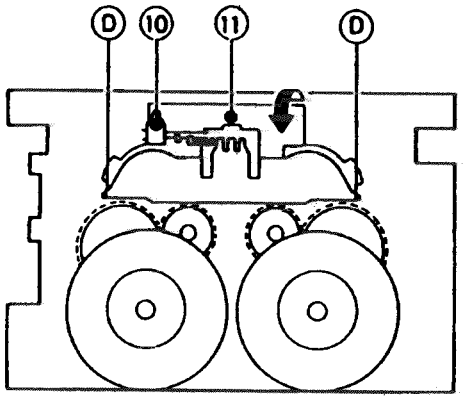

Fig. 2-17
■ **Removal of disc unit** (See Fig. 2-17)